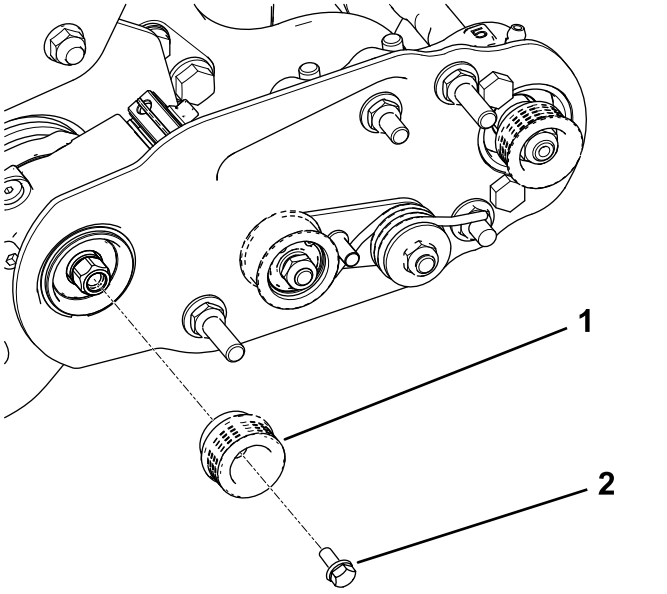

Figure 15
2. Install the drive pulley onto the groomer shaft (Figure 15).
3. Apply blue thread-locking compound to the flange-head bolt and use the bolt to secure the pulley to the driveshaft; refer to Figure 15.